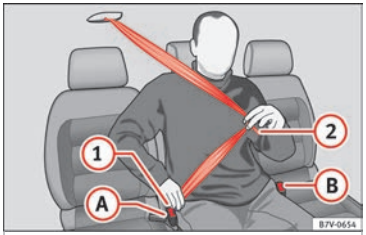

Fig. 90 Fasten the seat belt on the centre seat in the second row of seats
- Use latch plate of the belt ››› Fig. 90 (1) to pull the seat belt down. Do **not** twist the seat belt when doing so ››› ⚠.
- Engage the latch plate (1) in the buckle of the corresponding seat (A).
- Use the latch plate ››› Fig. 90 (2) to pull the seat belt across your lap.
- Engage the latch plate (2) in the buckle of the corresponding seat (B).
- Press the red button on the buckle ››› Fig. 90 (A). The latch plate is released from the buckle.
- Press the red button on the buckle ››› Fig. 90 (B). The latch plate is released from the buckle.